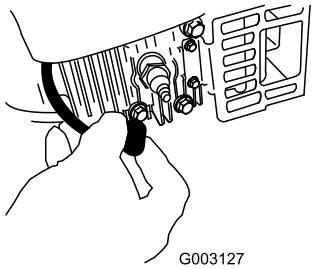

Figuur 31
2. Trek de bougiekabel los van de bougie (Figuur 31) alvorens onderhoudswerkzaamheden uit te voeren.